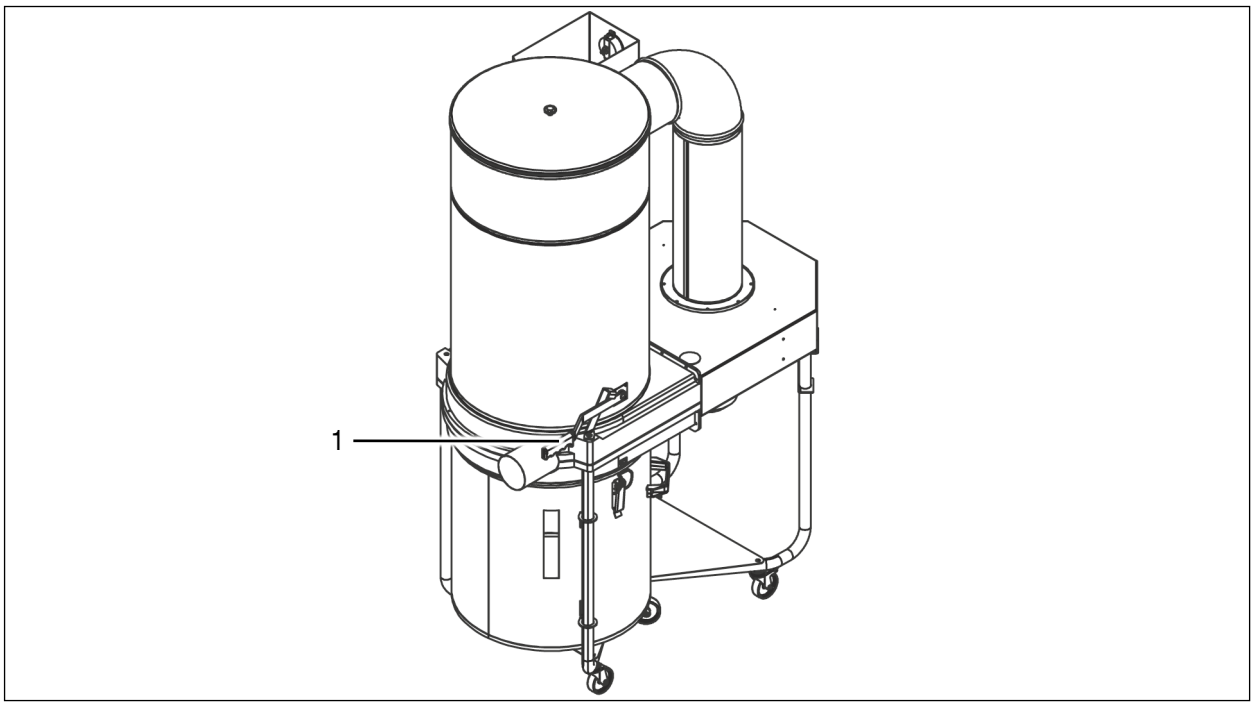

Afb. 13 Filterreiniging
De filterweerstand wordt bewaakt door een op het apparaat gemonteerde manometer. Bij het bereiken van de max. toegestane onderdruk (rood bereik) moet het apparaat worden uitgeschakeld en moet de filter door meermaals op en neer bewegen van de reinigingshendel (1) worden gereinigd, zie „Afb. 13 Filterreiniging“ op bladzijde 38.